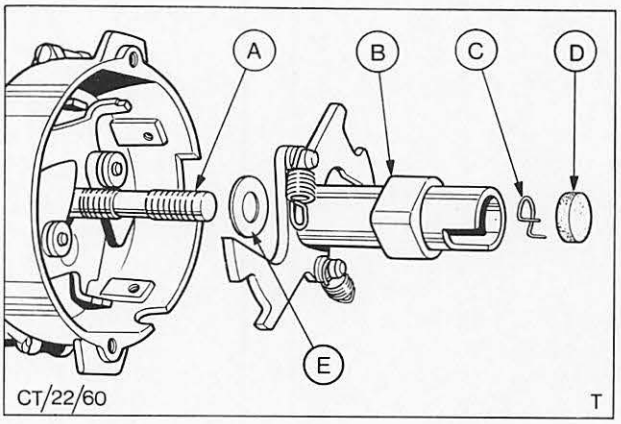

Abb. 52 A = Welle
8. Filz aus oberem Ende der Nockenwelle herausnehmen, Federklammer mit kleiner Sprengringzange oder zwei kleinen Schraubenziehern ausfedern. Rückstellfedern der Fliehgewichte aushängen und Nockenwelle mit Verstellerplatte aus dem Verteilergehäuse herausheben, Abb. 52.
12. Druckscheibe auf Verteilerwelle aufschieben („E" in Abb. 52).